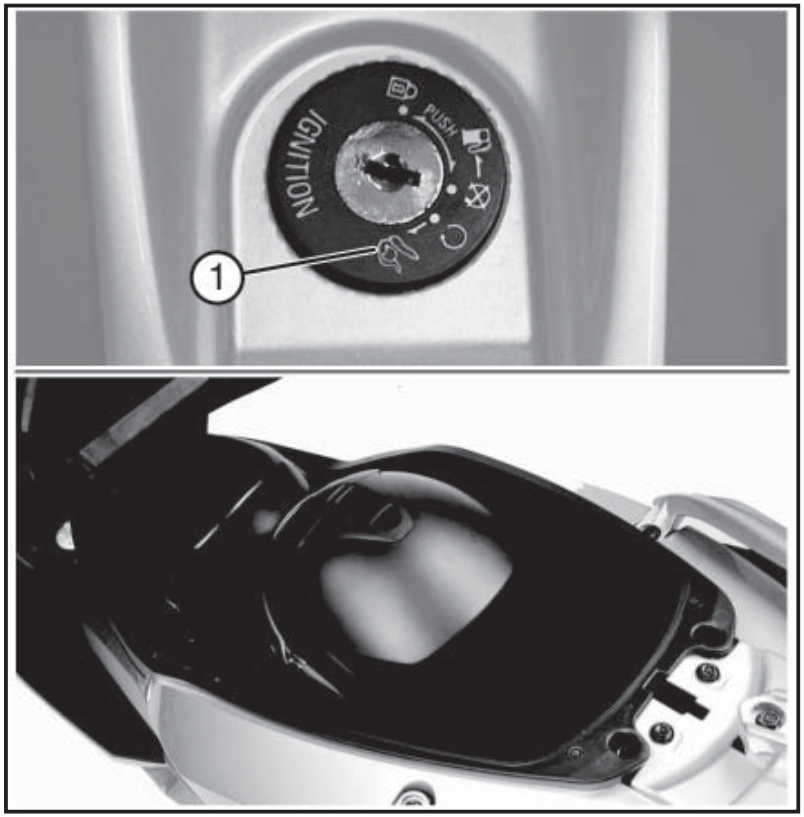

Fig. 01 QSI0024
4.16 VANO SOTTOSELLA (Fig. 01)